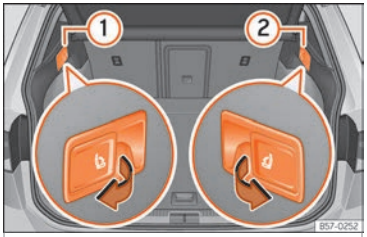

Abb. 130 Im Gepäckraum: Hebel zur Fernentriegelung der Teile links ① und rechts ② von der Rücksitzlehne.
- Entriegelungshebel ››› Abb. 130 von dem Lehnenteil ziehen, der vorgeklappt werden soll.